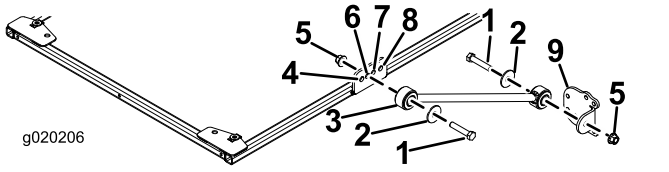

図 21
- モデル 30446、30446N、30447 および 30447N の場合は、サンシェードのフレームの左右それぞれの側で、ブレースブラケットの**ふたつ目の**穴にブレースを仮止めするボルト½ x 2½"、ワッシャ½"、フランジナット1/2"を使用して図 21のように取り付ける。